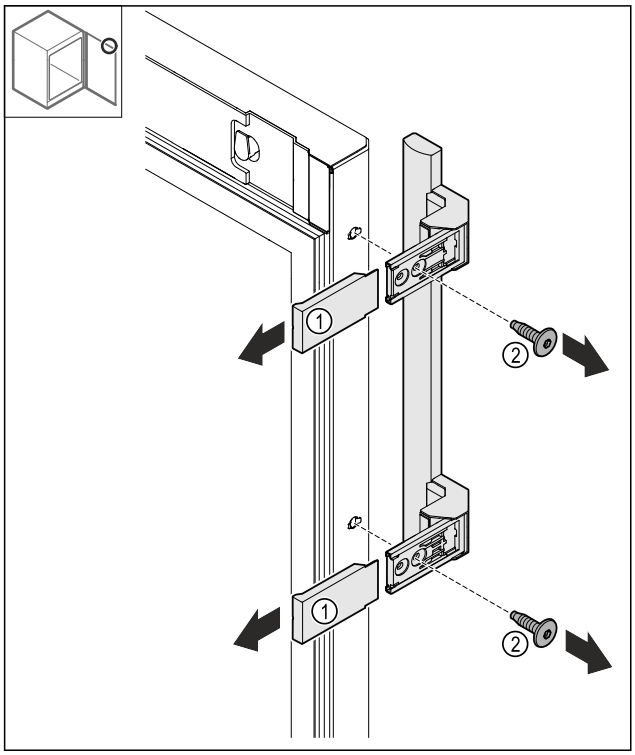

Fig. 20
- ▶ Afdekkingen *Fig. 20 (1)* wegtrekken.
- ▶ Schroeven *Fig. 20 (2)* losmaken.